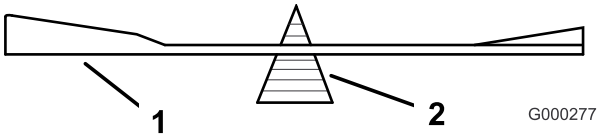
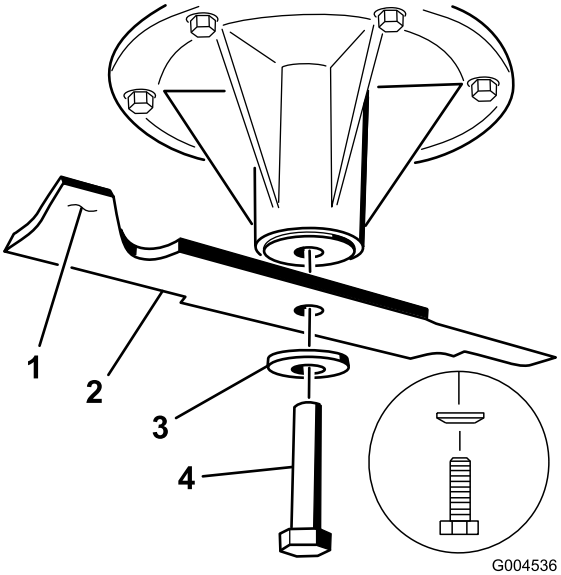
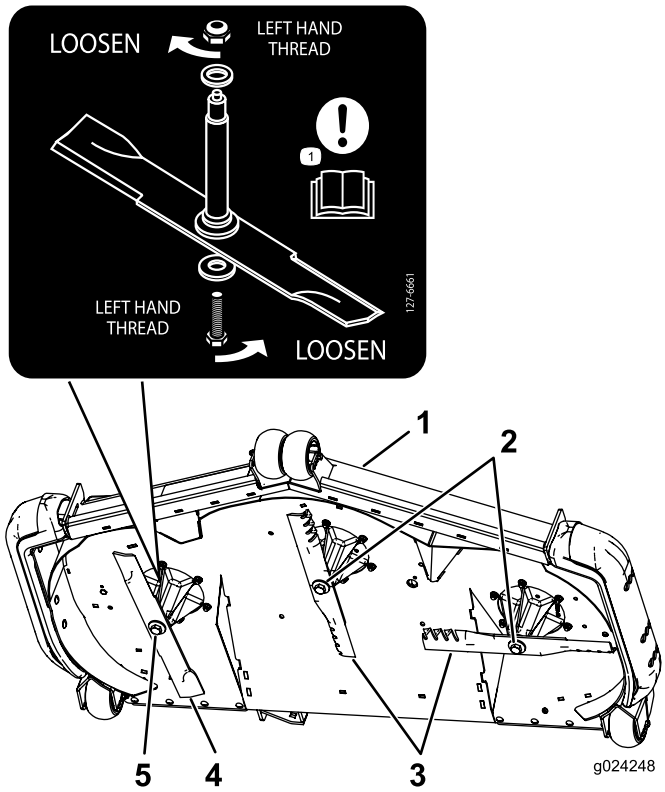

Figuur 92
Figuur 93
Figuur 94
2. Controleer de balans van het mes met een mesbalans (Figuur 92). Als het mes horizontaal blijft, is het in balans en geschikt voor gebruik. Als het mes niet in balans is, moet u wat metaal afvijlen van het uiteinde van de vleugel (Figuur 93). Herhaal dit indien nodig totdat het mes in balans is.
Belangrijk: Het rechtermes van dit maaidek draait linksom: de mesbout is voorzien van linkse schroefdraad. Gebruik Figuur 94 om de maaimessen juist te kunnen plaatsen.
1. Monteer het middelste en linkermes, de klemringen en de mesbouten op de spilassen (Figuur 93 en Figuur 94).
Opmerking: Zorg ervoor dat de kegel van de klemring naar de kop van de bout wijst (Figuur 93).
2. Monteer het rechtermes, de klemring en de mesbout (linkse schroefdraad) op de spilas (Figuur 93 en Figuur 94).